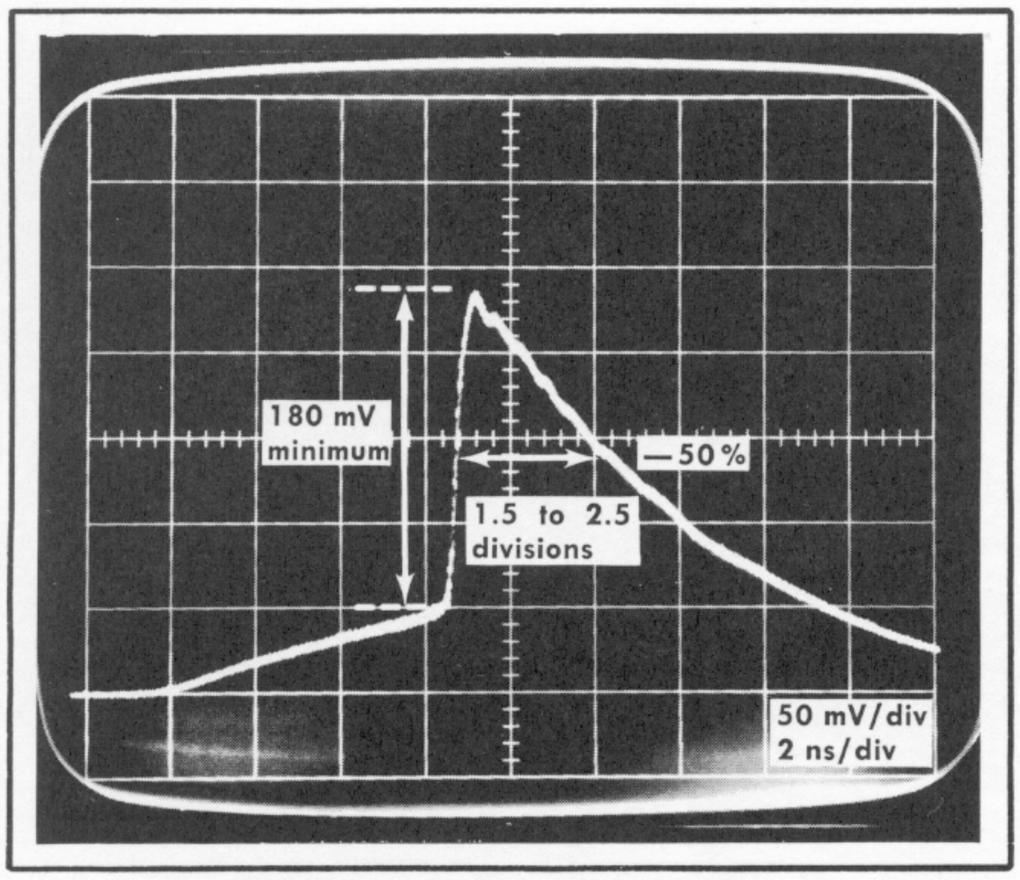

Fig. 5-7. Typical display for checking Pretrigger pulse duration and amplitude.
f. Check that the pulse duration at the 50% amplitude points is between 3 and 5 ns. See Fig. 5-7.
a. Measure the amplitude on the positive going portion from the preshoot to the maximum amplitude level, see Fig. 5-7.